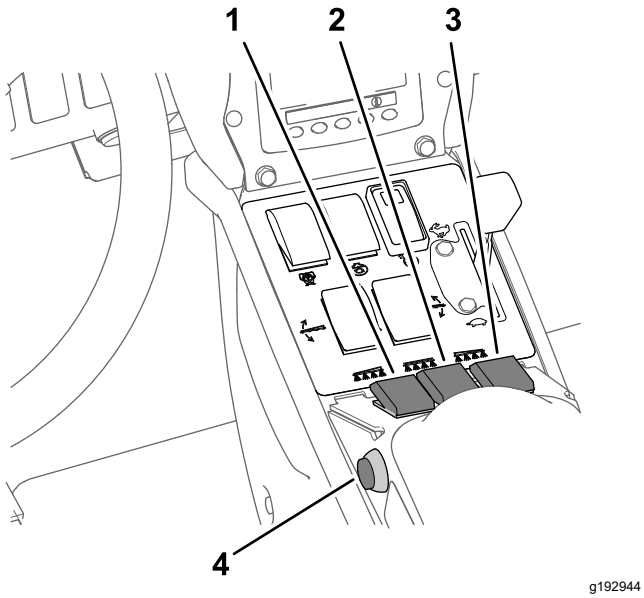

Figur 44
7. Slå PÅ omkopplarna för sprutsektionerna (Figur 44).
10. Kör i önskad hastighet och slå PÅ huvudsektionsomkopplaren för att börja spruta (Figur 44).
3. Stäng AV huvudsektionsomkopplaren. Se Figur 44 i Spridning i spruthastighetsläget (sida 38).
7. Slå PÅ de enskilda sektionsomkopplarna (efter behov). Se Figur 44 i Spridning i spruthastighetsläget (sida 38).
9. Kör i önskad hastighet och slå PÅ huvudsektionsomkopplaren för att börja spruta. Se Figur 44 i Spridning i spruthastighetsläget (sida 38).